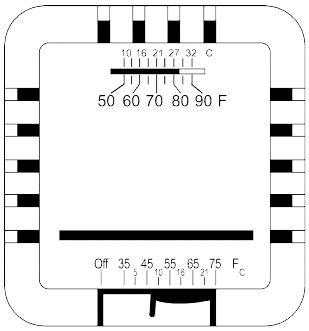

FIGURE 8. COMMANDES DU THERMOSTAT
B. Réglez le thermostat à la position OFF (fermé). Voir la figure 8.